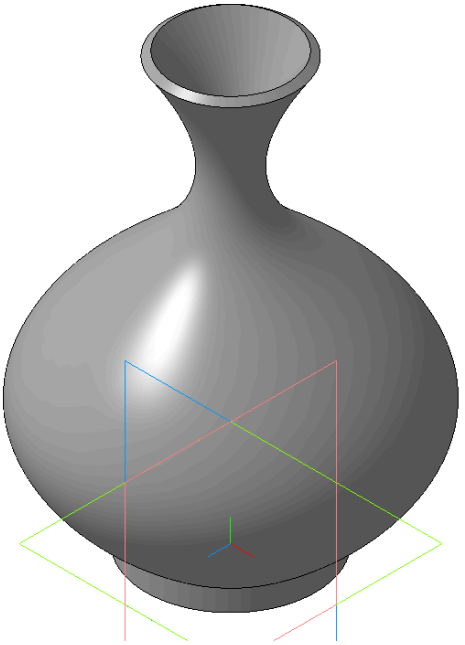

Рис. 9.14. Трехмерная модель вазы.
3.13. Выберите режим отображения **Полутоновое** (рис. 9.14).